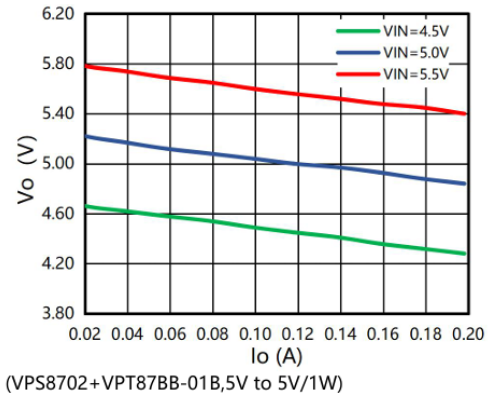

*Figure 1: Output Voltage vs Load Current*
Figure 1 illustrates the output voltage (VO) versus load current (IO) for input voltages of 4.5 V, 5.0 V, and 5.5 V. As the load increases, the output voltage drops slightly, with better voltage regulation observed at higher VIN levels. Even at full 200 mA load, the output remains within acceptable tolerance around 5 V, indicating strong load regulation across typical input voltages.